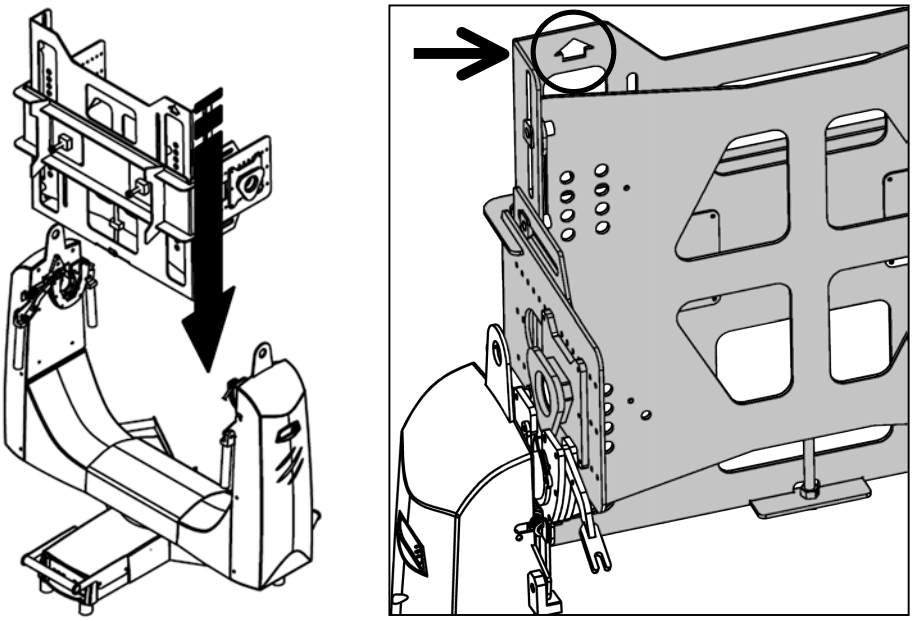

Figure 3-21 Mount bracket onto yoke
2. Rotate the bracket until the arrow on the bracket (circled in ***Figure 3-21***) points upward and slide the Quick Lock plates into the yoke. The arrow on the bracket also indicates where the lens end of the projector will be located.